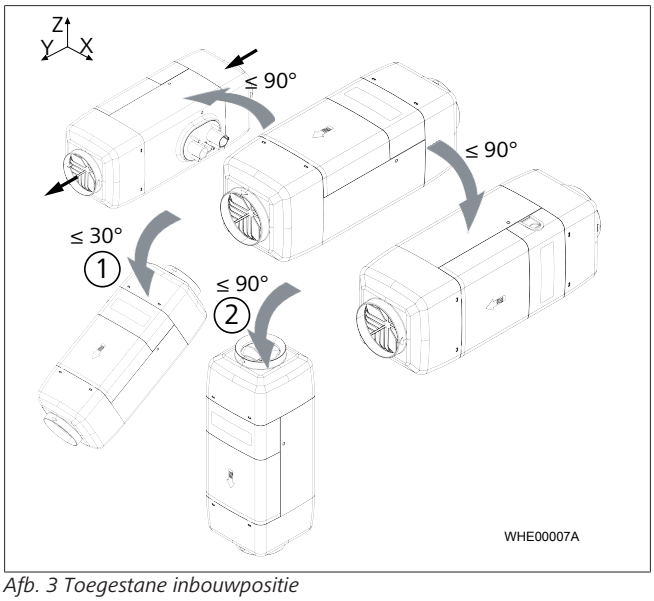

Afb. 3 Toegestane inbouwpositie
①	Benzine	②	Diesel
- ✓ Zorgen voor correcte inbouwpositie. Zie Afb. 3.